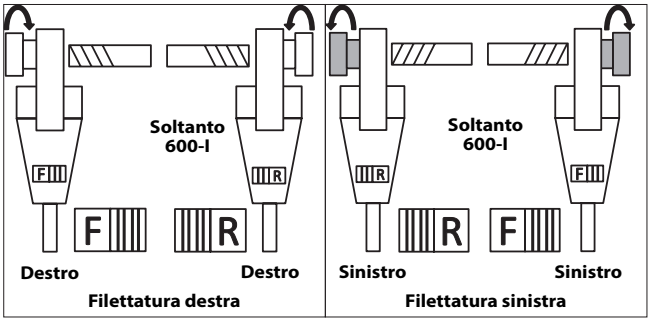

Figura 10 – Orientamento dell'Interruttore scorrevole/ della Testa portapettini
7. Posizionare l'Interruttore scorrevole F/R della filettatrice per la filettatura destra o sinistra desiderata. *Vedere la Figura 10.*